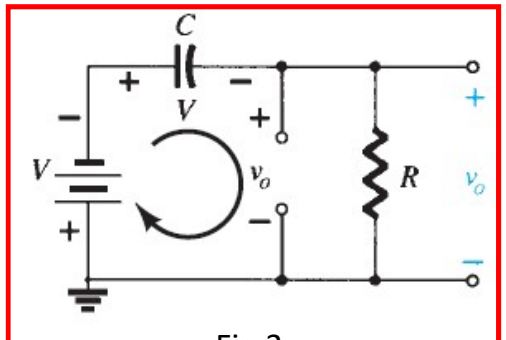

Fig.3
- When the input turns negative, the network appears as in Fig. 3, with the diode as an open circuit and voltage stored across the capacitor.